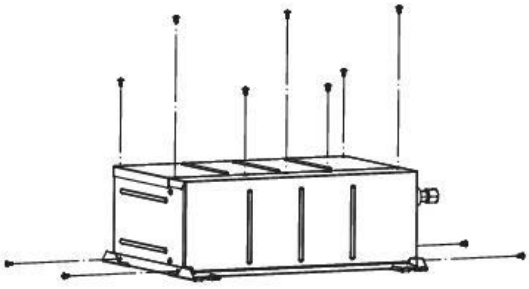

Fig. 4-6
4.2. Procedimientos de trabajo para el cambio de dirección de los tubos (Fig. 4-6 (1)~(8))